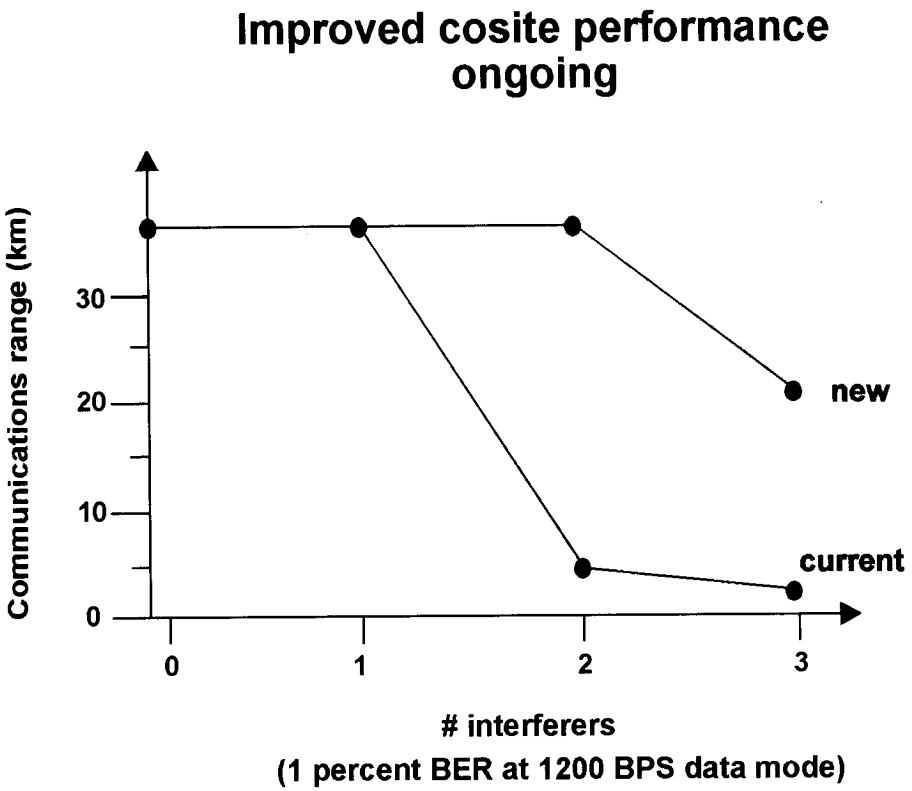

Figure 36. Improved cosite performance with more modern radios. The problem still exists, but more interferers can be tolerated.
• **Second production SINCGARS.** Now in production, the second-source SINCGARS radio has incorporated significant modifications designed to radiated energy and cosite interference. Great improvements over the original SINCGARS radio cosite characteristics have been achieved (Figure 36) for lower data rates. This is a great start, since SINCGARS is our most common tactical radio, but we're not yet near the improvement level needed to properly serve our larger Force XXI CP configurations. Also, we already have tens of thousands of early-production radios that won't be replaced or upgraded.